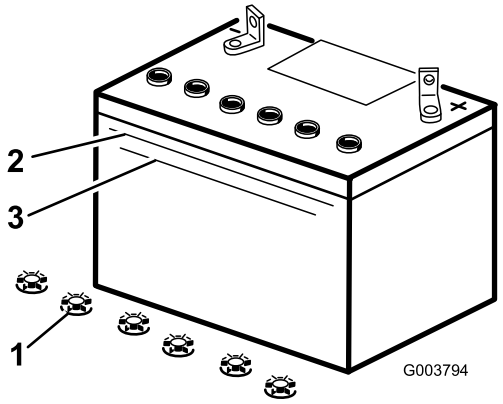

Figuur 36
3. Kijk aan de zijkant van de accu. Het zuurpeil moet tot aan de bovenste streep staan (Figuur 36). Het peil mag niet niet onder de onderste streep komen (Figuur 36).
3. Verwijder de vuldoppen van de accu (Figuur 36).
4. Giet langzaam gedistilleerd water in elke cel van de accu totdat het zuurpeil de Bovenste streep (Figuur 36) op de accubehuizing bereikt.
5. Wacht na het bijvullen van de accucellen vijf tot tien minuten. Vul indien nodig gedestilleerd water bij totdat het zuurpeil de Bovenste streep (Figuur 36) op de accubehuizing bereikt.